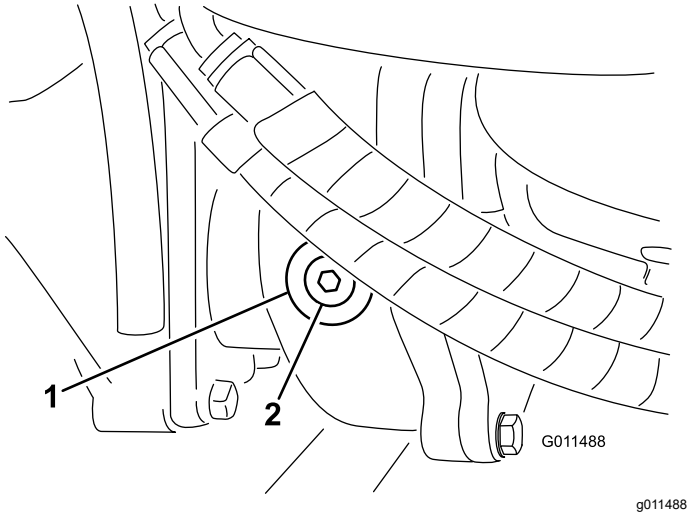

Figuur 108
2. Verwijder de controle/vulplug aan de linkerzijde van de tandwielkast (Figuur 108) en controleer of de tandwielolie tot aan de onderkant van de opening komt. Als het peil te laag is, vult u voldoende tandwielolie bij totdat het peil de onderkant van de opening bereikt.